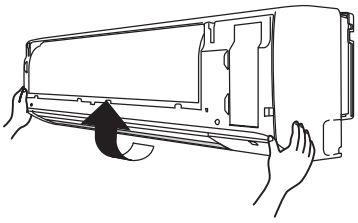

Fig. 1-69
(6) Lift up the grille in the direction shown by the arrow and pull the grille towards you to remove it. (Fig. 1-69)